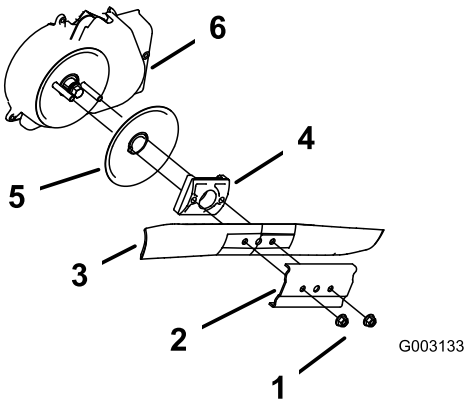

Figuur 47
3. Verwijder de 2 mesmoeren en de versteviger (Figuur 47).
4. Verwijder het mes (Figuur 47).
5. Plaats het nieuwe mes (Figuur 47).